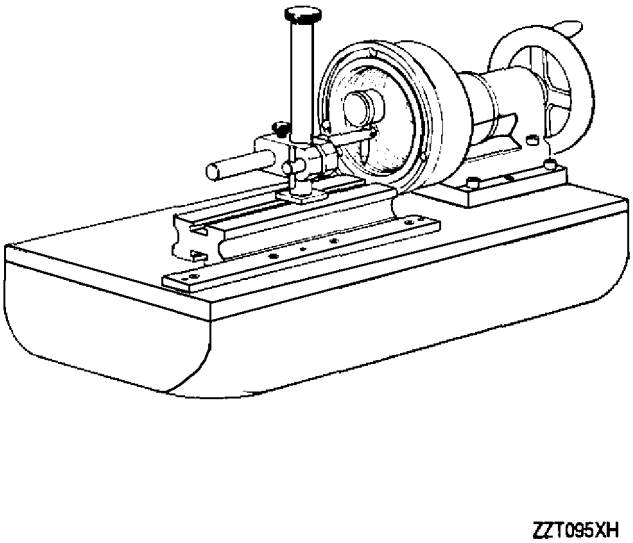

Figure 2. No. 6799629 Compressor Rear Bearing Labyrinth Seal Checking Fixture
(1) Place the diffuser, rear flange down, on the base assembly (detail −201). Position diffuser so that the three bleed ports with their adjacent oil tubes are at the 5, 7, and 11 o'clock positions.
(2) Install the cap assembly (detail −202) against the diffuser front flange. Install clamp assembly (detail −203) and secure by tightening the lifting eye.
(3) Install the four cover assemblies (detail −216) over each of the bleed ports, 1, 5, 7, and 11 o'clock positions.
(4) Install two seal brackets (detail −208) at the 2 and 8 o'clock positions over the fuel nozzle openings and adjacent vent holes.
(5) Install two seal brackets (detail −207) at the 4 and 10 o'clock positions over the fuel nozzle openings and adjacent vent holes.
(6) Install two seal brackets (detail −205) at the 6 and 12 o'clock positions over the fuel nozzle openings.
(7) Install eight plugs (detail −215) in the tapped holes at the 1, 5, 7, and 11 o'clock positions.
(8) Pressure test the air passage areas per figure 2. Leakage is not acceptable.